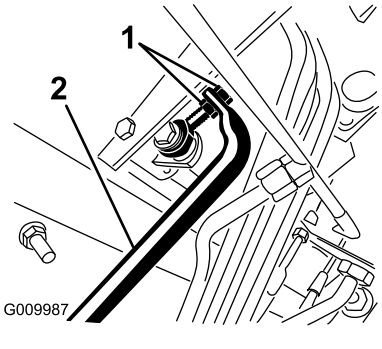

Figur 109
5. Juster låsemutrene på pumpens stagende for å flytte pumpekontrollrøret forover for å unngå bevegelse framover, eller bakover for å unngå bevegelse bakover (Figur 109).